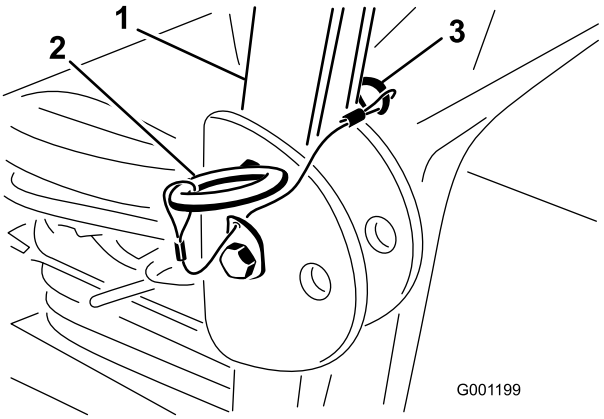

Figuur 8
1. Maak de R-pennen los en verwijder de 2 pennen van de rolbeugel (Figuur 8).
2. Klap de rolbeugel omhoog, plaats de 2 pennen en zet deze vast met de R-pennen (Figuur 8).